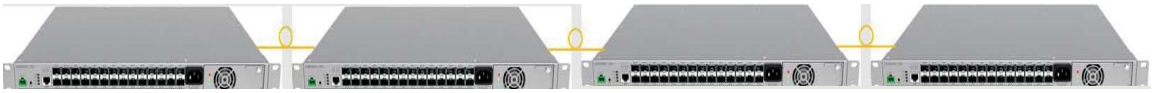

Figure 14. DEU Daisy Chain Connection
- Flexible network architecture: One DCU supports up to 16 DEUs* by star and/or daisy chain connections, which meets flexible site deployment requirements. The DEU connection topology is shown in Figure 14.
1. DEU supports flexible network architecture of 4 level daisy chain connections as shown in Figure 14.